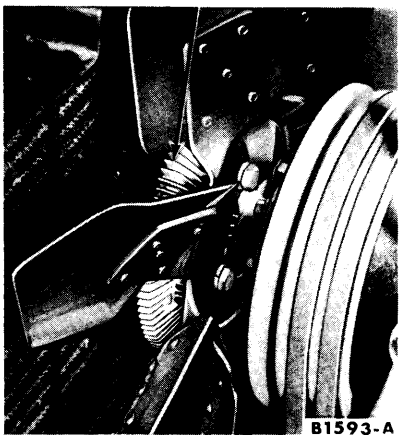
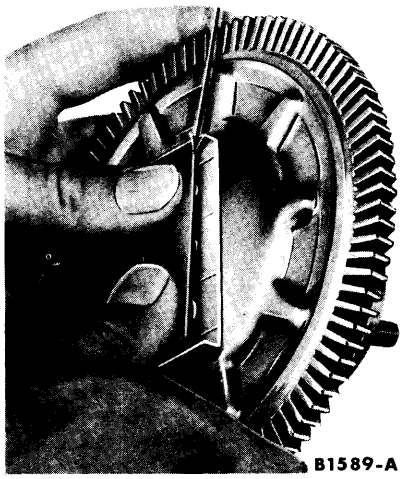

FIG. 4—Fan Drive
FIG. 5—Fan Drive Assembly
The variable speed fan drive (Fig. 4) is a fluid coupling which uses a silicone oil. The input side of the coupling is attached to the water pump hub and the fan is attached to the output side.
2. Remove the bi-metallic strip (Fig. 5) by pushing one end of the strip toward the fan drive body so that it clears the retaining bracket. Then push the strip to the side so that the opposite end of the strip will spring out of the bracket (Fig. 4).